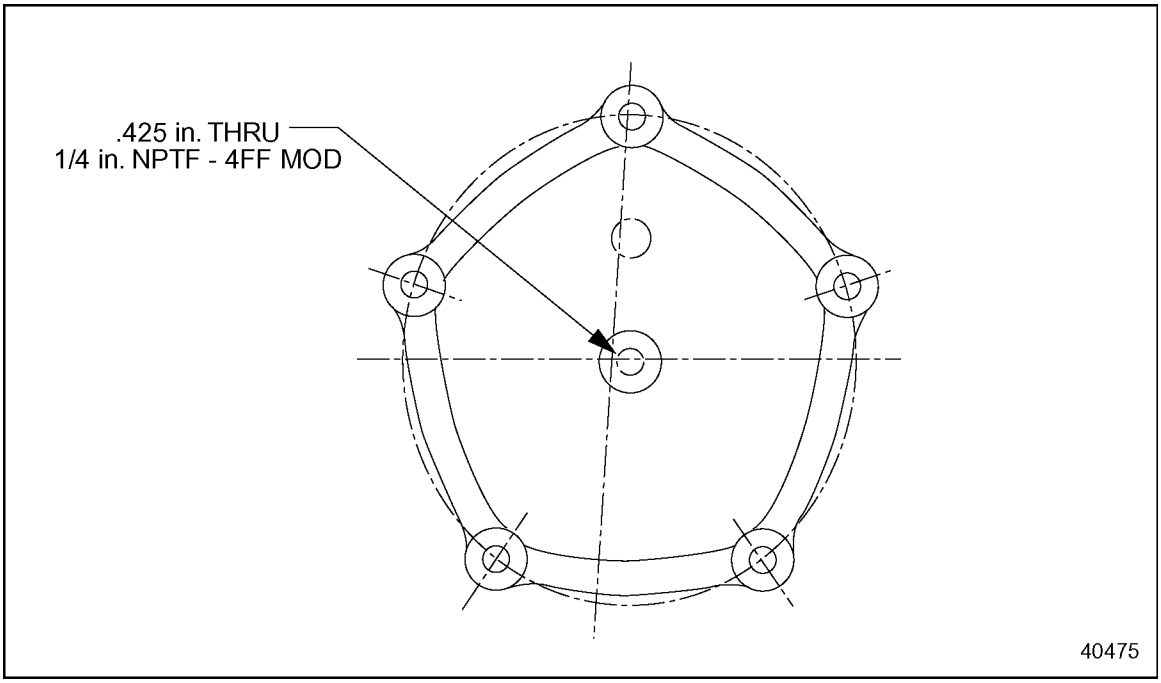

Figure 8-13 Drilled and Tapped Vent Line Hole in Front Camshaft Cover
7. The center hole in the cover has a 1/8 in. NPTF thread which must be enlarged. Using a 0.425 in. drill bit, carefully drill out the tapped hole. Thread the hole with a 1/4 in. NPTF - 4FF tap. See Figure 8-13.